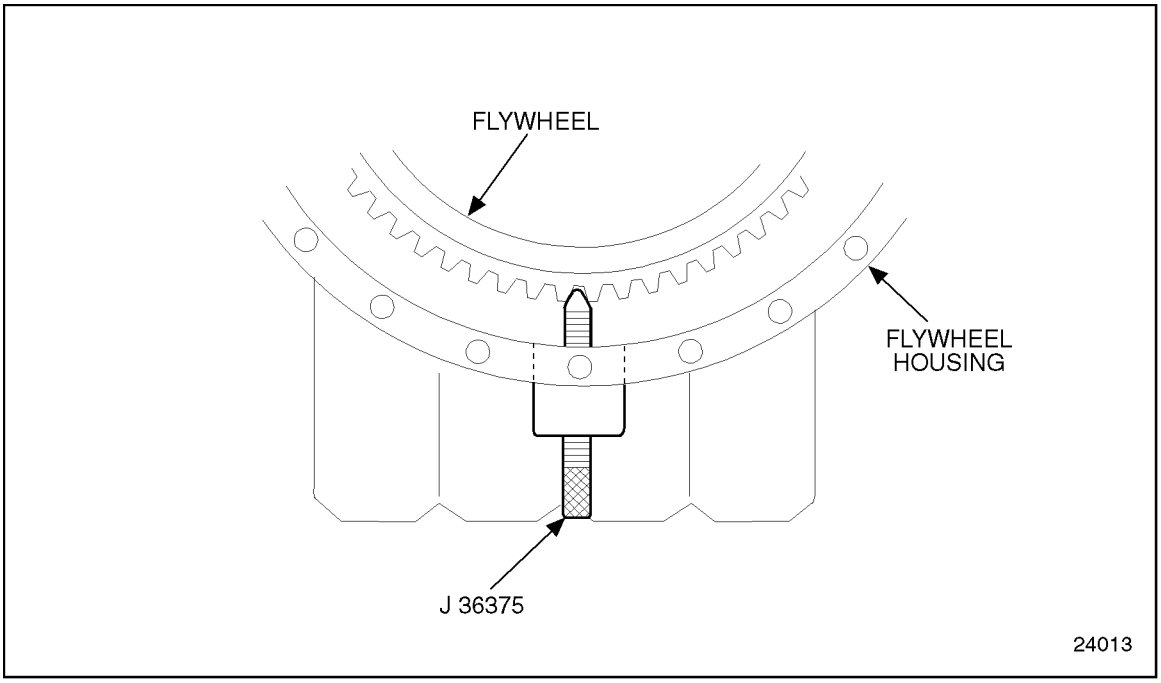

Figure 1-239 Flywheel Lock
1. Install the flywheel lock, J 36375-A. See Figure 1-239.